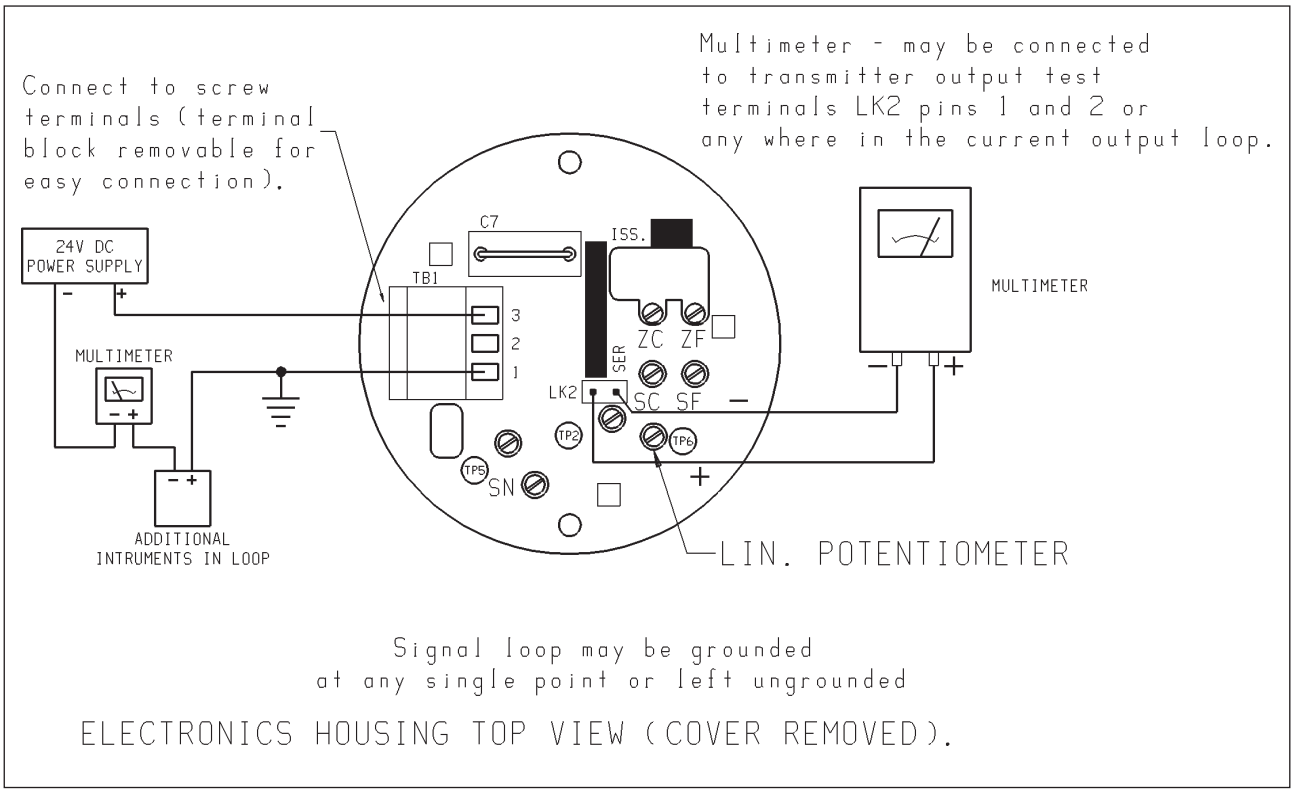

Figure 1.
4.2.3 Connect a multimeter between the power supply and the transmitter or to link 2 as shown in fig. 1 on previous page.